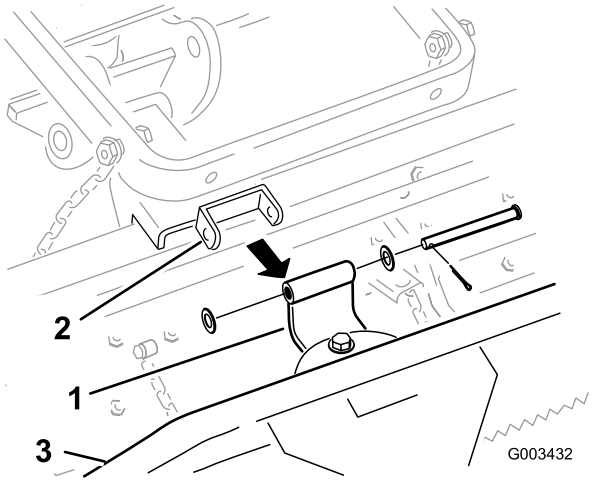

Figur 12
B. Ta bort den saxpinne, de brickor och den sprintbult som fäster det böjda tappfästet vid tandräfsan (Figur 12).
C. Ta bort det böjda tappfästet och fästdonen från fjäderräfsan (Figur 12).